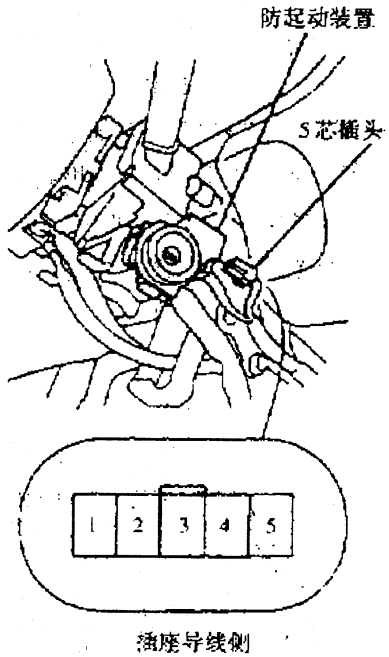

图 17-4 防起动装置的检测
(2) 使用正确的点火钥匙接通点火开关,即将点火开关转至"ON"(Ⅱ)位置,检查仪表板上的防起动控制系统指示灯是否闪烁。如果仪表板上的防起动控制系统指示灯不闪烁,则检查:
(3) 如果在接通点火开关"ON"(Ⅱ)后,仪表板上的防起动控制系统指示灯闪烁,则如图 17-4 所示从防起动装置上断开其 5 芯插头,用万用表 V 档检测该插头的 1 号端子与车体搭铁地线之间的电压。电压值应为蓄电池电压。如果被测得的电压值不为蓄电池电压,则检查: